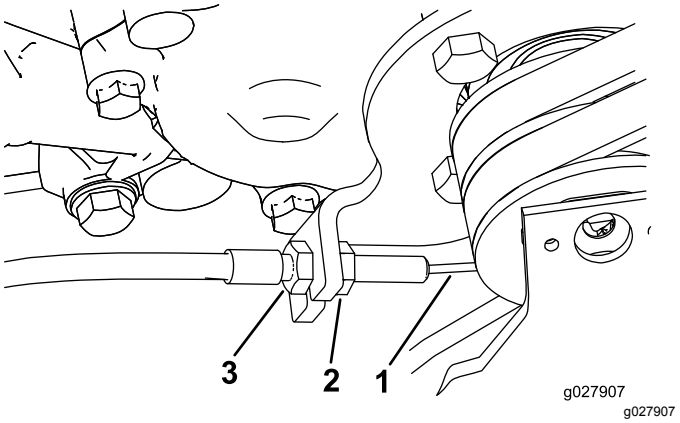

Rysunek 49
3. Aby zwiększyć napięcie linki, poluzuj przednią przeciwnakrętkę linki i dokręć tylną przeciwnakrętkę linki (Rysunek 49) aż siła załączenia dźwigni napędu jezdnego wyniesie od 8 do 9 N·m.